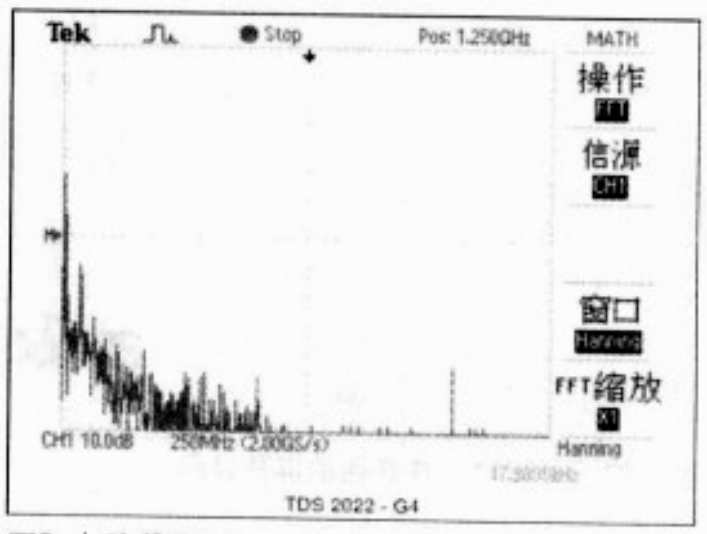

图5 电脑截图G4
1. 在图4所示界面下，按一下面板上的“运行/停止”按钮，再按一下“数学运算”按钮，此时示波器屏幕右侧转变成“MATH”栏，按软键1，将操作设置成“FFT”；按软键2，仍将信源设置为CH1；按软键4，窗口栏共有3种设置，它的特性如附表所示。应根据测定的项目来决定，选择“Hanning”，按一下“运行/停止”按钮，屏幕显示锁定的交流纹波频谱如图5所示。